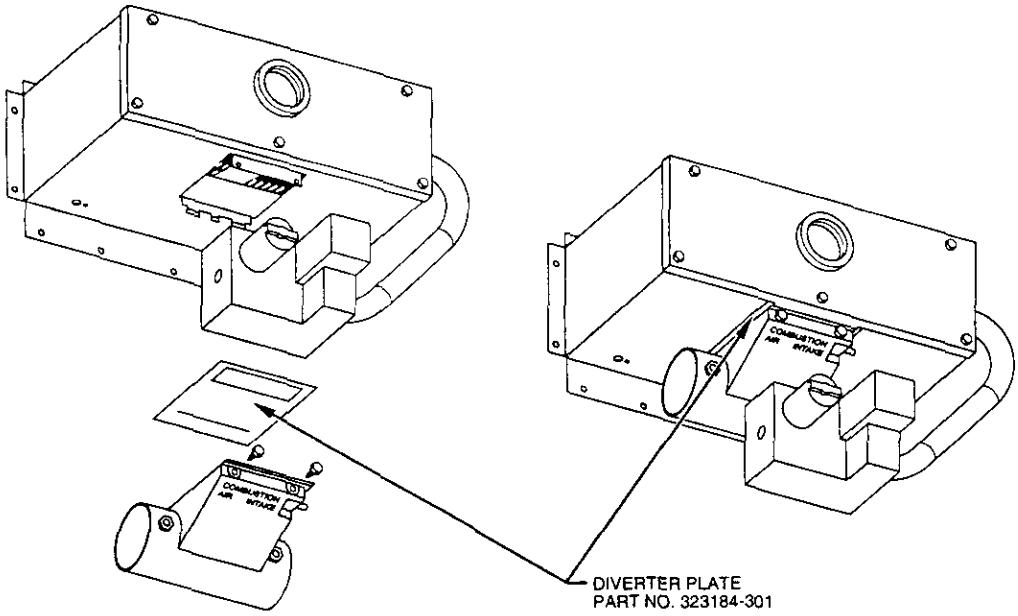

Fig. 21 – Installing Diverter Plate A95450
g. Install diverter plate Part No. 323184-301 provided in kit. (See Fig. 21)